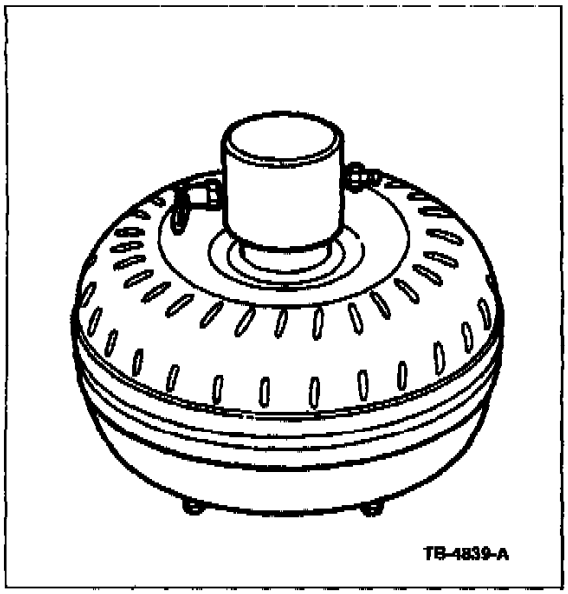

Figure 1
2. Install the Torque Converter Leak Test Tool and Gasket (O14-R1075) into the converter hub. Figure 1.